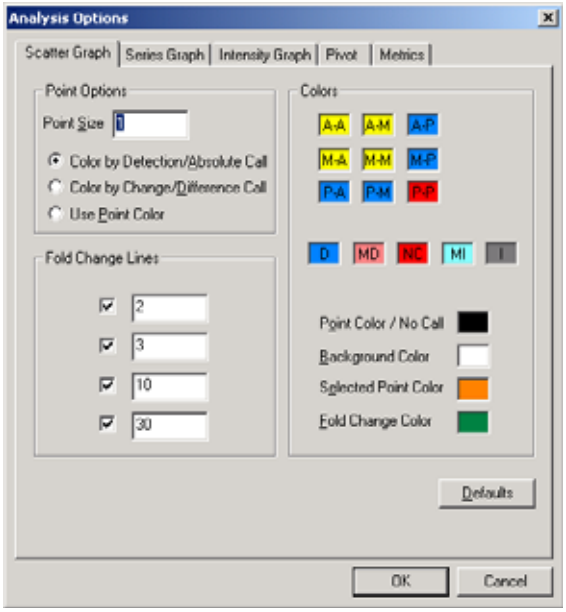

Figure 10.34
You can modify some display features of the scatter graph. The Analysis Options dialog box displays the user-modifiable features **(Figure 10.34)**.
⇒ The Analysis Options dialog box appears **(Figure 10.34)**.
1. In the Analysis Options dialog box **(Figure 10.34)**, click the color square associated with the item you want to change.